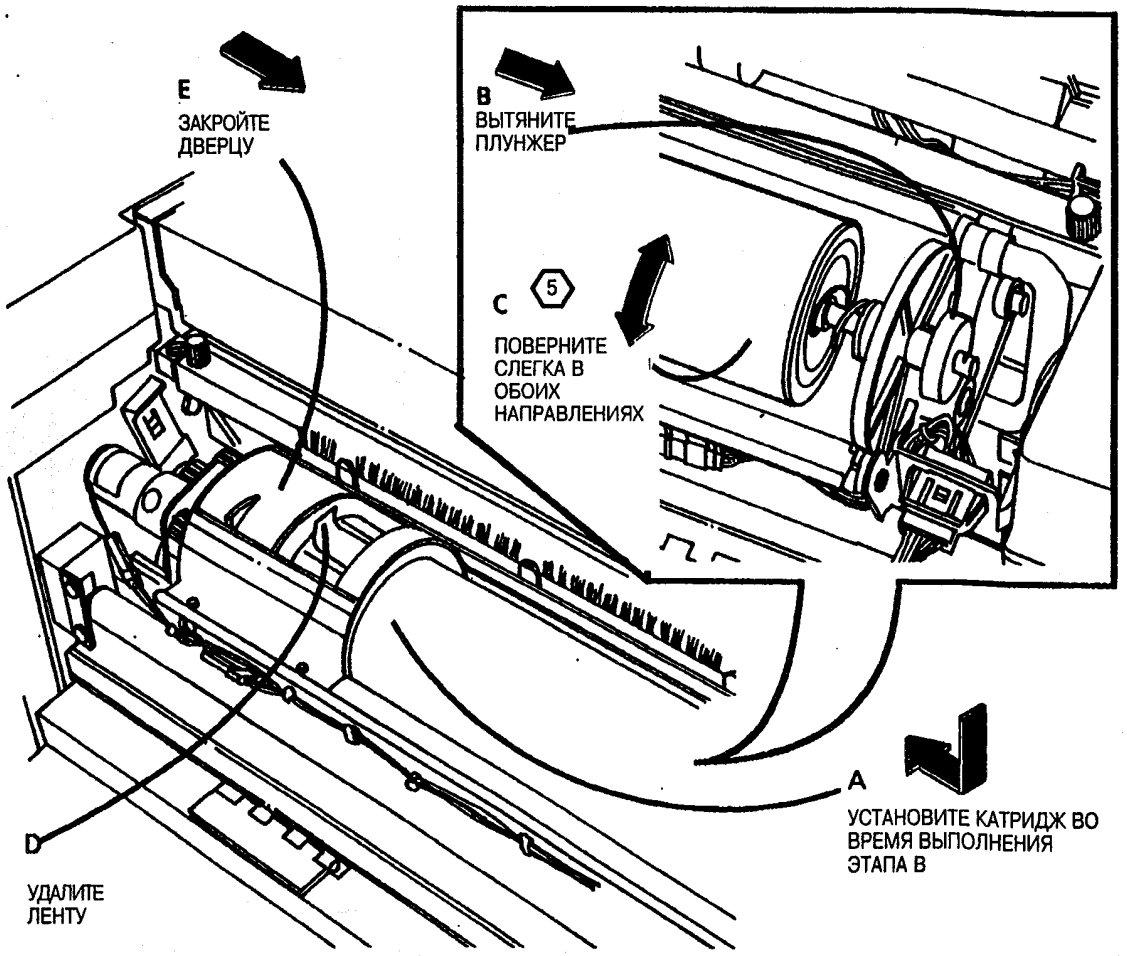

Рис. 5. Заново установите катридж тонера
2. (Рис. 5): Заново установите катридж тонера.